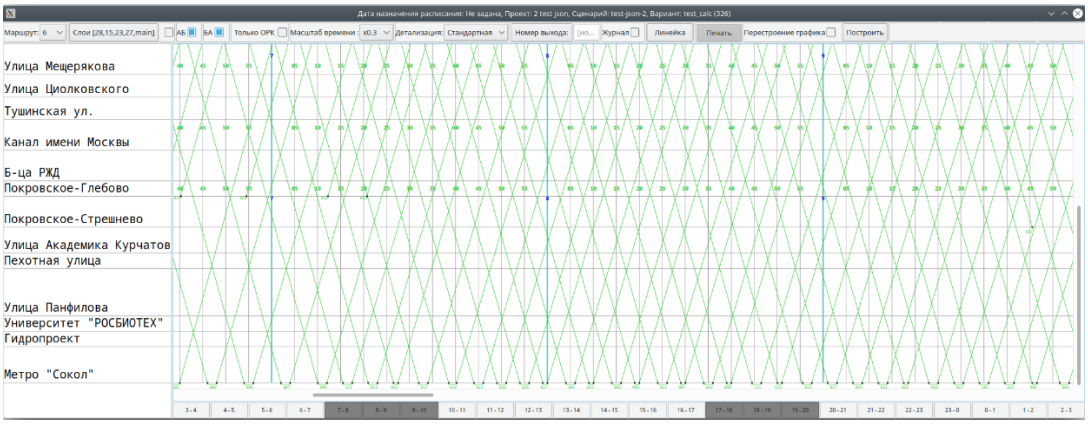

Рисунок 280 – Смежные маршруты скрыты
Для скрытия смежных маршрутов необходимо снять флажок справа от кнопки "Слои [<Номера отображаемых элементов>]", нажав на  (рисунок 280).
– отображения одновременно обоих направлений выполнения рейсов (см. рисунок 280);